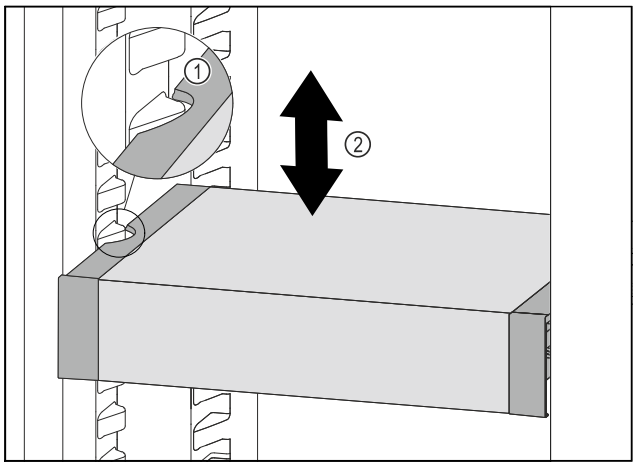

*Fig. 154*
▶ VarioSafe naar voren trekken tot de uitsparingen aan de zijkant van de VarioSafe zich ter hoogte van de rib in het koelgedeelte bevinden. *Fig. 154 (1)*
▶ VarioSafe in het koelgedeelte omhoog of omlaag bewegen tot de gewenste hoogte is bereikt. *Fig. 154 (2)*